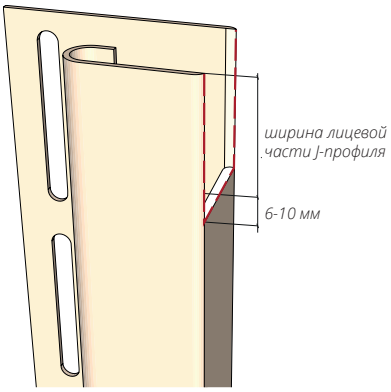

Рисунок 41
**14.5** J-профиль монтируемый в нижней части соединения необходимо подрезать согласно рис. 41 Смонтируйте J-профиля согласно рис. 42, соблюдая общие правила монтажа.